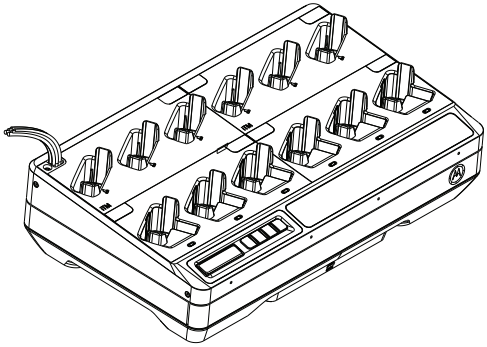

Figura 15: Todos los cables salen desde el lado superior izquierdo del cargador.
6. Todos los cables salen desde el lado superior izquierdo o derecho del cargador (consulte la Figura 15).